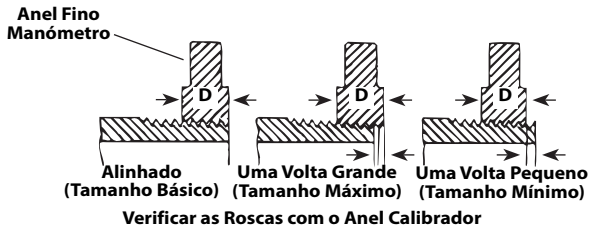

Figura 16 – Verificar o Tamanho da Rosca
3. Inspeccione o tamanho da rosca. O método preferencial para verificar o tamanho de uma rosca é com um anel calibrador. Existem vários estilos de anéis calibradores, e a sua utilização pode ser diferente da ilustrada na *Figura 16*.